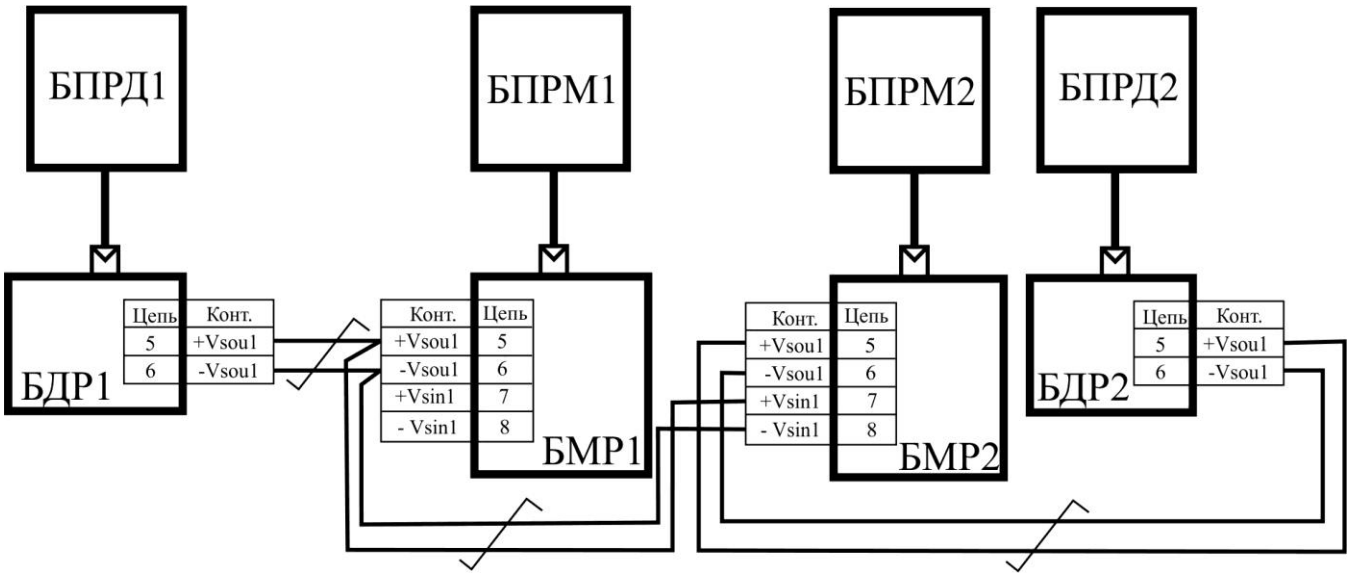
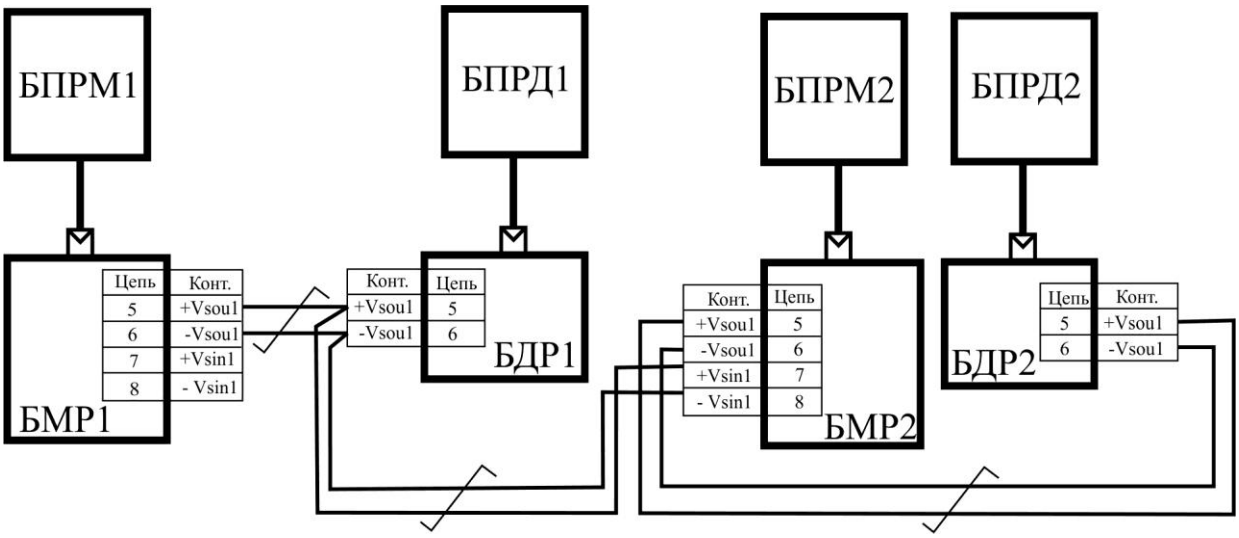

Рис.6.9
Рис.6.10
6.3.5.5 Для проводной синхронизации, при засветке посторонними радиопередающими устройствами (о чем свидетельствует частые «ложные» тревоги), необходимо включить взаимную синхронизацию. При этом активный выход +/-Vsou (БМР1 или БДР1) ведущего извещателя подключается к входу +/-VSin ведомого извещателя (БМР2), в зависимости от расположения БМР2 (вблизи смежного БПРМ1 см. рис. 6.9 или в исключительных случаях, БПРД1 рис. 6.10). Подключение должно проводиться витой парой проводов, пригодных для эксплуатации в данном регионе.